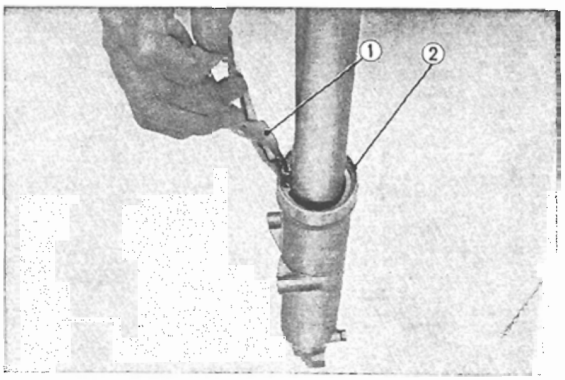

Fig. 4.19 Removing the 47 mm circlip
5. Remove the front boot (CB 450 : front fork under cover), front cushion spring and then remove the 47 mm internal circlip using the snap ring plier. Pull out and disassemble the front fork bottom pipe and the front fork pipe assembly. **(Fig. 4.19)**